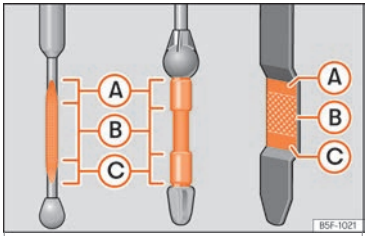

Fig. 241 Jauge d'huile moteur
– Puis retirez-la à nouveau et vérifiez le niveau d'huile ››› **fig. 241**. Faites l'appoint d'huile moteur si nécessaire.
- Dès que le niveau d'huile atteint la zone ››› **fig. 241 Ⓑ**, revissez soigneusement le bouchon de l'orifice de remplissage ››› ❗.
Ne démarrez pas le moteur si le niveau d'huile se trouve au-dessus de la zone ››› fig. 241 Ⓐ. Risque d'endommagement du moteur et du catalyseur ! Prenez contact avec un atelier spécialisé.
Le niveau d'huile ne doit en aucun cas dépasser la zone ››› fig. 241 Ⓐ. Sinon, de l'huile risque d'être aspirée par l'aération du carter-moteur et d'être rejetée dans l'atmosphère à travers le système d'échappement.